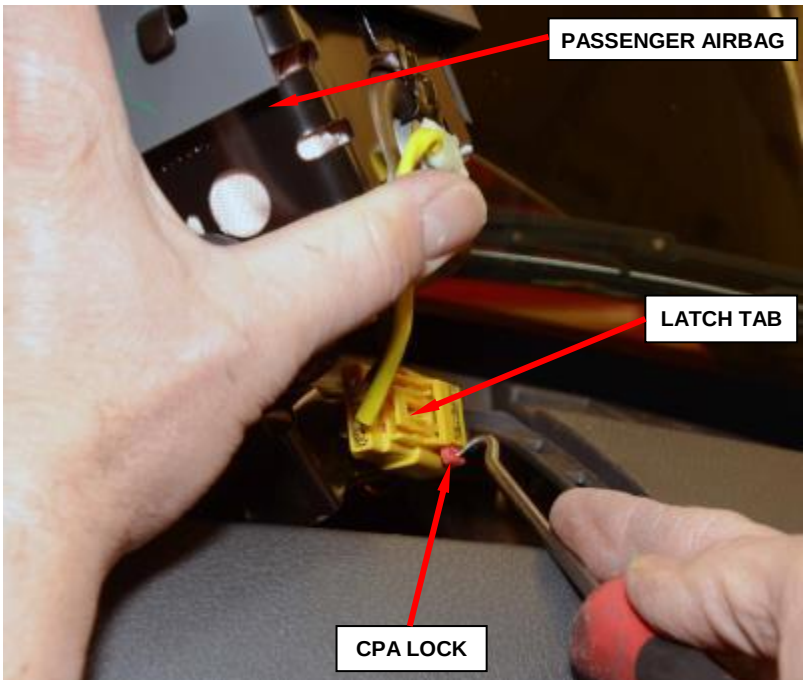

**Figure 62 – Airbag Inflator Pigtail Connector**
a. Slide the red Connector Position Assurance (CPA) lock on the connector toward the side of the connector (Figure 62).
9. Connect the instrument panel wire harness connector for the airbag to the passenger airbag inflator pigtail wire connector on the right side of the airbag mounting bracket. Be certain that the latch on the connector and the red Connector Position Assurance (CPA) lock are each fully engaged (Figure 62).